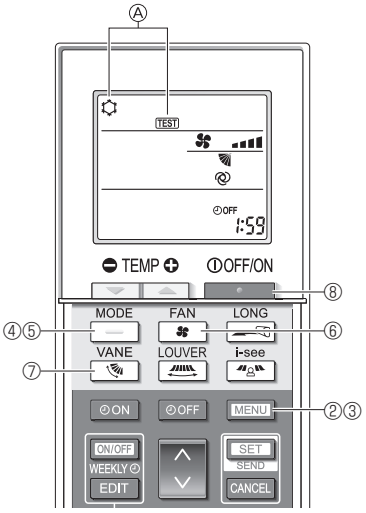

Fig. 7-5
① Attivare l'alimentazione almeno 12 ore prima della prova di funzionamento.
② Premere il pulsante [MENU] per 5 secondi. (Fig. 7-5)
Vengono visualizzati Ⓐ [TEST] e il modo operativo in corso. (Fig. 7-5)